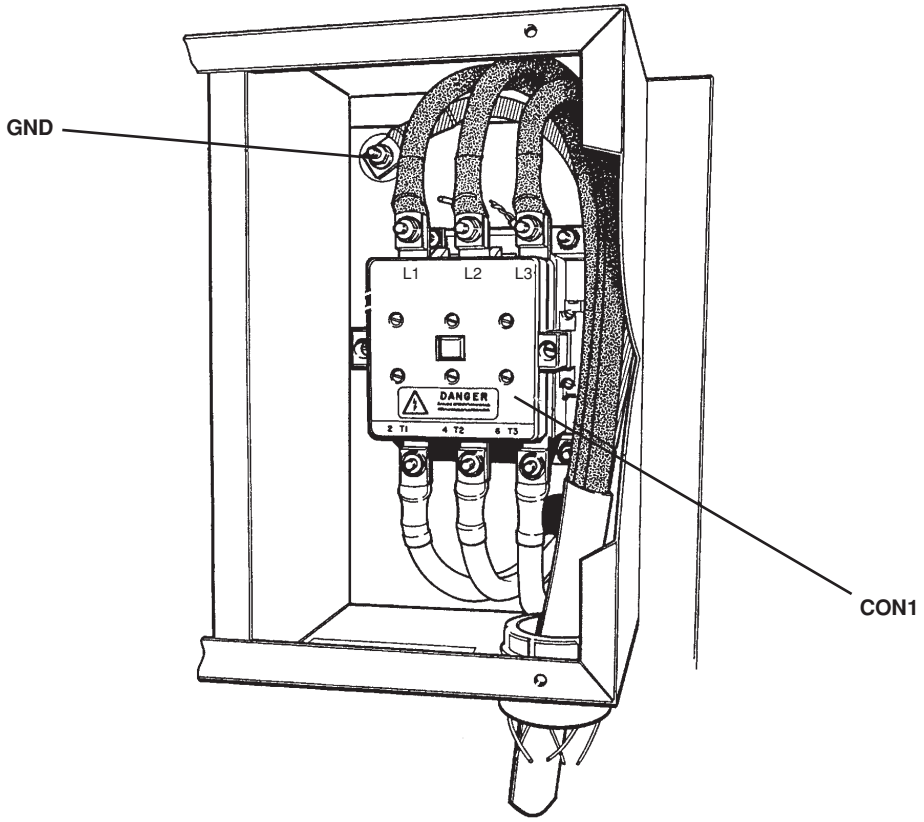

Figure 6-1 Primary Power Measurement Location – HT4001
5. Measure the voltage at CON1 between L1, L2 and L3. Refer to Figure 6-1 for detail of CON1. The voltage between any two of the three points at CON1 should be equal to your supply line voltage. If there is a problem at this point, disconnect main power and check connections, power cable, and fuses or circuit breaker at main power disconnect box. Repair and/or replace defective component(s) if necessary.